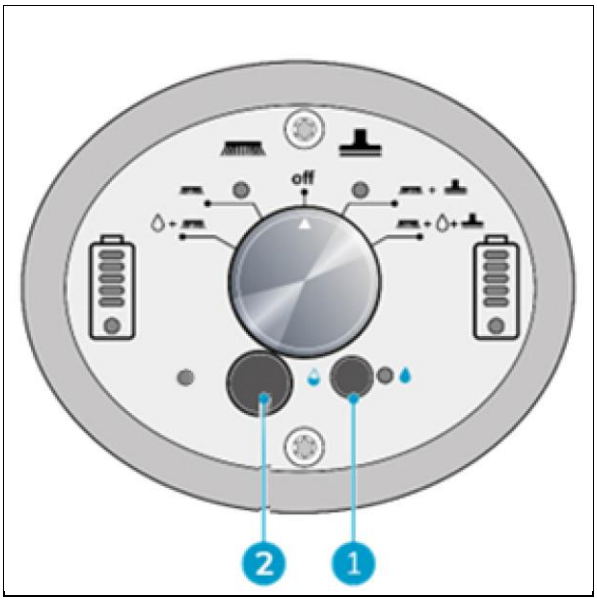

Abbildung 21
2. Schalten Sie den ECO-Modus ein, indem Sie die ECO-Taste drücken, nachdem Sie Ihren Reinigungsmodus gewählt haben. (Abbildung 21, Pos. 1).
4. Um den Wasserdurchfluss bei aktiviertem ECO-Modus einzustellen, können Sie die Gummikappe abnehmen (Abbildung 21, Pos. 2) und mit einem kleinen Schlitzschraubendreher die Durchflussmenge auf der Skala unter der Kappe ändern. Siehe